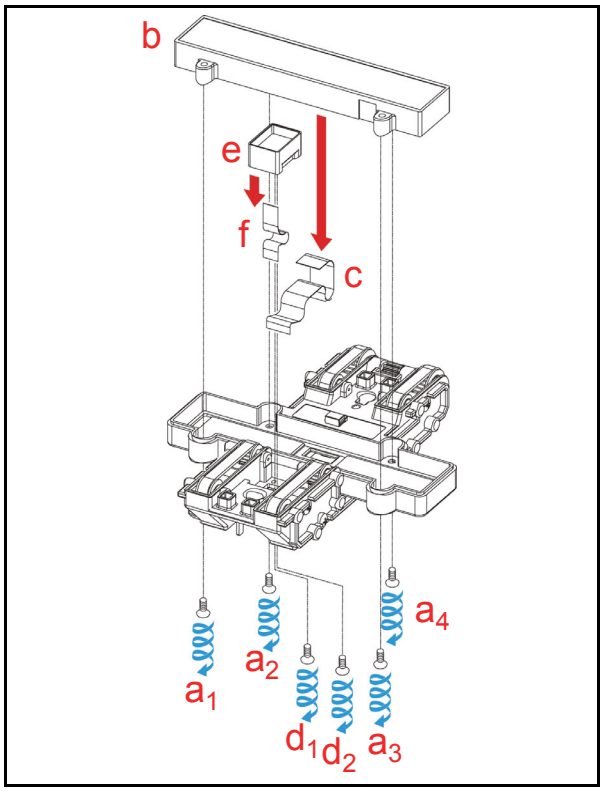

Figure 4-35 CIS, CIS FPC, Lower UV Sensor & Lower UV FFC Removal
4. Remove the four (4) CIS Sensor Mounting Screws (See Figure 4-35 a_1 through a_4), and remove the CIS Sensor (See Figure 4-35 b) and the CIS FPC Cable (See Figure 4-35 c) off of the Lower Validation Section.
5. Remove two (2) mounting screws (See Figure 4-35 d_1 & d_2), retaining the Lower UV Sensor in place (See Figure 4-35 e) and remove it and the Lower UV FFC Cable (See Figure 4-35 f) from the Lower Validation Section.